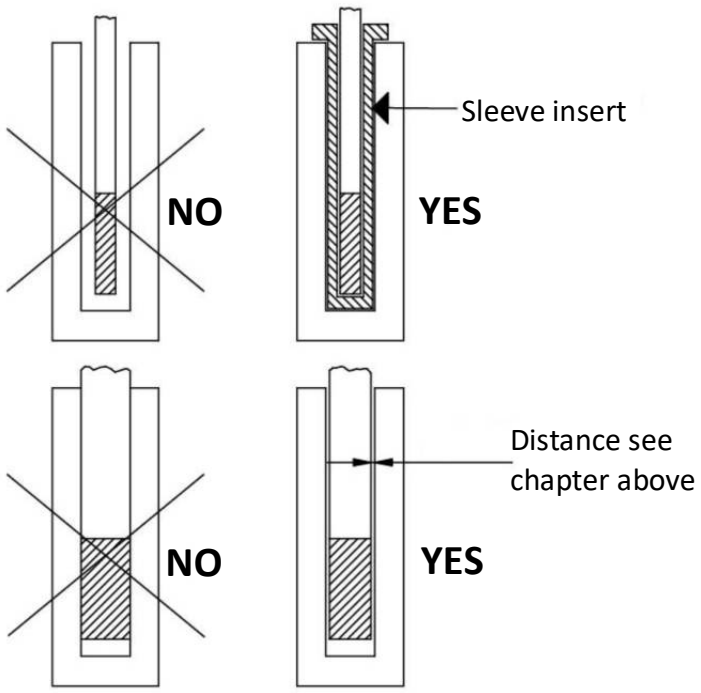

Figure 1
- If these values cannot be adhered to, use a different insert sleeve as shown in Figure 1.
- Insert the probe into a suitable hole, see chapter 5.2 (fig. 1 and 2).
- Switch on the calibrator with the main switch (2). Wait for the end of the self-test procedure. The display then shows **Stby** (standby) an. Now press any key to access the set point.